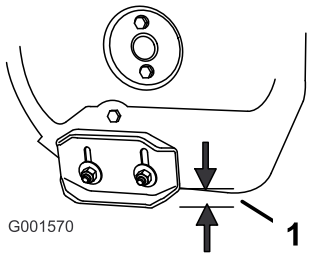

Figur 33
2. Løsne de fire mutrene som holder begge støtteplatene til spiralbladets sider, helt til støtteplatene lett kan skyves opp og ned (Figur 33).